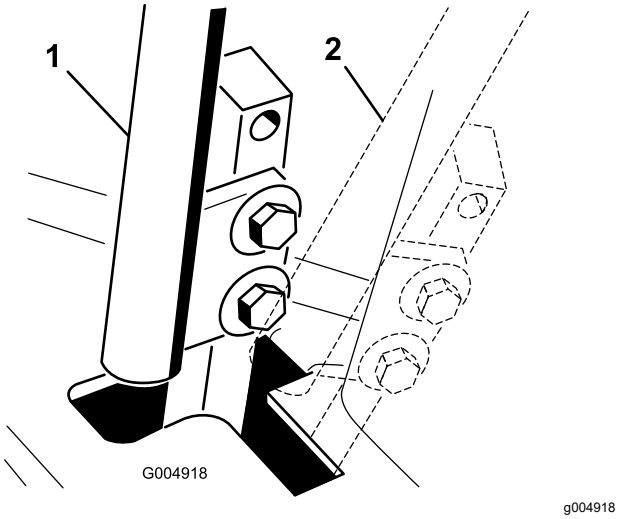

Figura 51
4. Mettete la leva di controllo in posizione di FOLLE **senza bloccarla** (Figura 51).
6. Controllate dove la leva di controllo corrisponde alla tacca nella console (Figura 51).